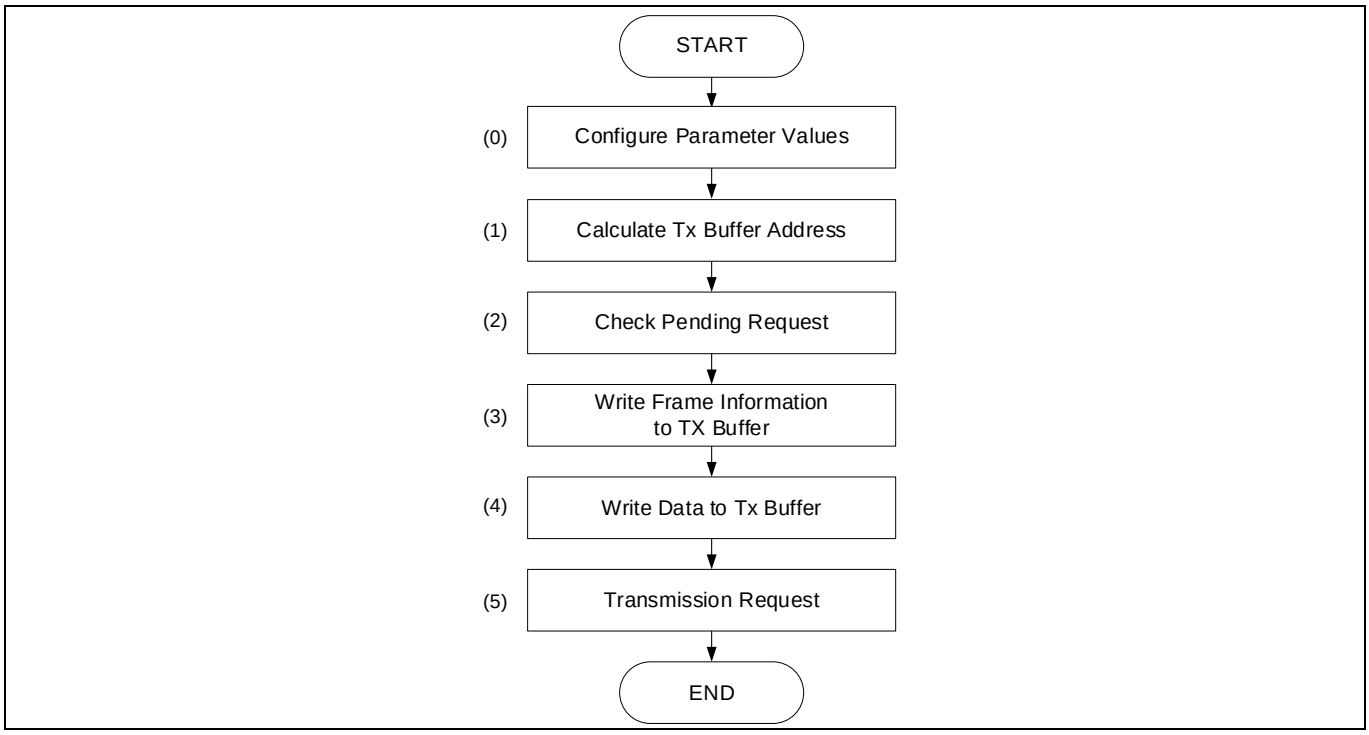

Figure 7 Example of message transmission flow
Figure 7 is an example of message transmission flow. This example does not use the Tx Interrupt. In this flow, (0) is performed in the configuration part, and (1) to (5) is performed in the PDL driver part.